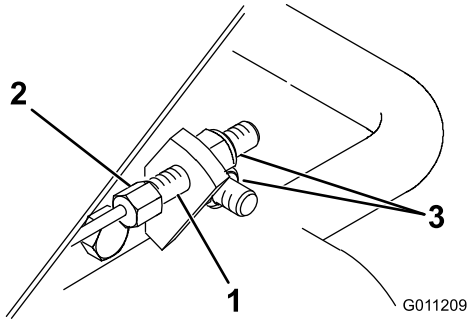

Figur 48
1. Stram kablet ved at fastgøre den sekskantede kabelende med en gaffelnøgle og dreje møtrikken på kabelenden med en anden nøgle (Figur 48).